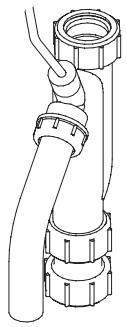

Fig. 27
Refer to figure 27 for an exploded view of the manifold and its internal components. Care should be taken when removing the manifold cover or when levering the automatic bypass from its position.
6.17 CONDENSE TRAP (see fig. 27)